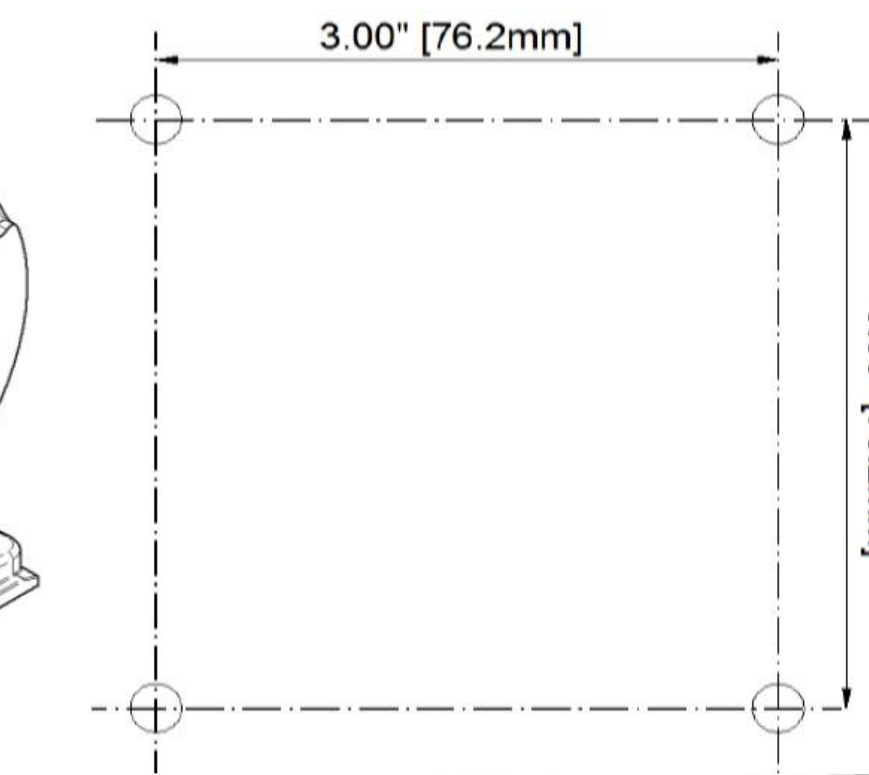

FIG. 4
- ♦ Refer to Fig 4, mark and drill on a panel for mounting with (4) bolts "L" (customer Supplied, 1/4 bolt recommended).
- ♦ Refer to Fig. 4, mark and drill on a panel for mounting with (4) bolts "Q" (customer Supplied, 1/4 bolts recommended).
- ♦ Consulter la Fig. 4, marquer et percer un panneau aux fins de montage avec (4) boulons "L" (fournis par le client, boulons ¼ recommandés).
- ♦ Consulter la Fig. 4, marquer et percer un panneau aux fins de montage avec (4) boulons "Q" (fournis par le client, boulons ¼ recommandés).
- ♦ Refiérase a la Fig 4, marque y perfore en el panel para el montaje con (4) tornillos "L" (Suministrados por el cliente, se recomienda perno de ¼").
- ♦ Refiérase a la Fig. 4, marque y perfore en el panel para el montaje con (4) tornillos "Q" (Suministrados por el cliente, se recomienda perno de ¼").